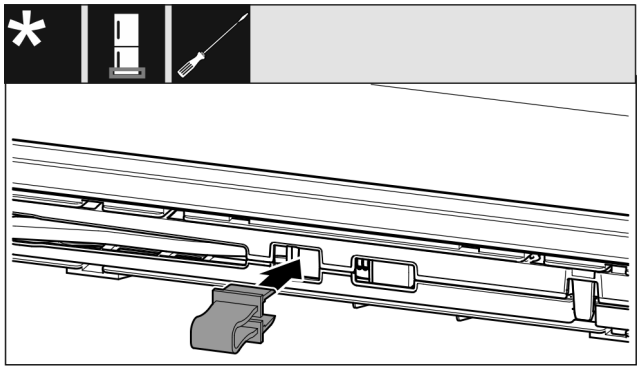

Fig. 14
▶ Beveiliging in opening vastklikken. (zie Fig. 14)